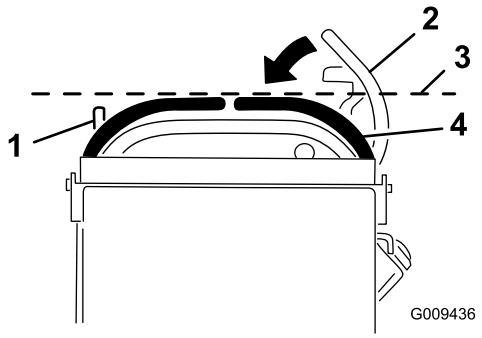

Figuur 67
3. Duw de rechterrijhendel uit de vergrendelde neutraalstand (Figuur 67).
4. Controleer of de hendel horizontaal is uitgelijnd met de linkerrijhendel (Figuur 67).